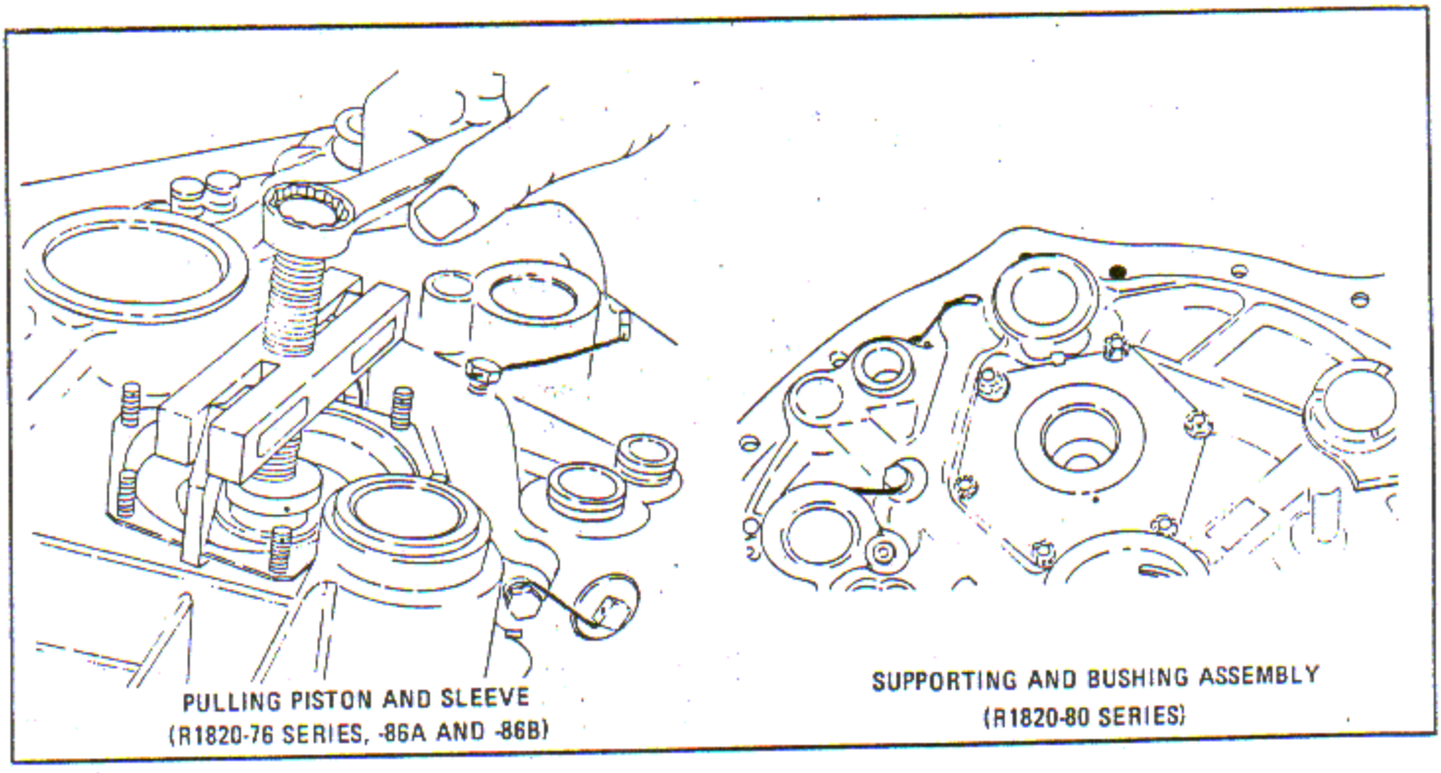

Figure 4-53. Pulling Multi-Plate Clutch Piston and Sleeve and Impeller Drive Gear Support and Bushing Assembly
e. Remove the clutch piston and sleeve using puller. See figure 4-53. Remove the piston from the sleeve.
f. If necessary to remove the impeller drive gear support and bushing assembly, remove the cotter pins and the attaching nuts. See figure 4-53. Pull the assembly with puller.